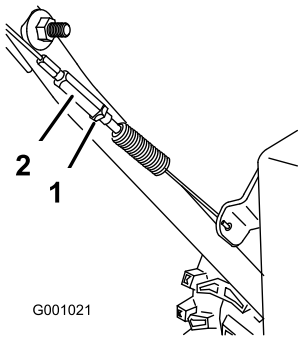

Figur 37
3. Stram låsemutteren (Figur 37).